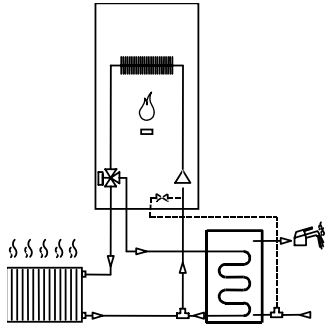

Fig. 5.5
D.h.w. storage tank must be positioned beneath the boiler (Fig. 5.5)
Накопительный бойлер для горячей воды должен быть расположен под котлом (рис.5.5.)